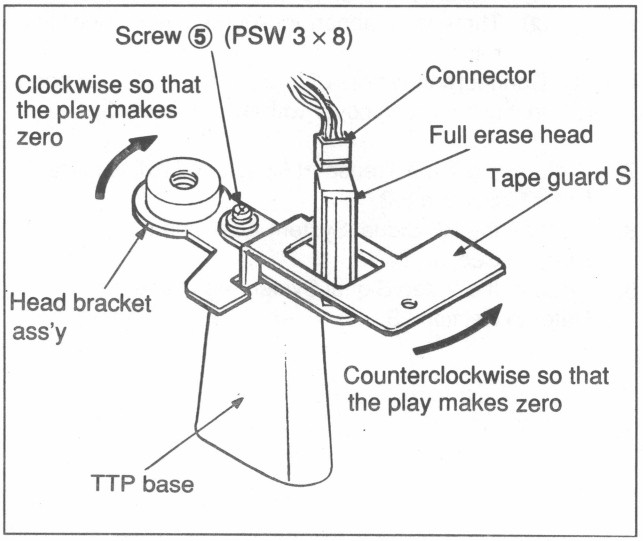

Fig. 7-2-8 Head Bracket Ass'y installation
⑤ Slowly turn the upper drum ass'y again counterclockwise and confirm the deflection range of the pointer.
⑥ If the deflection range does not satisfy the specification, repeat steps ②, ③, and ④.
⑦ After the specification is satisfied, tighten two of screw ④ alternately. Then, perform step ① again and confirm that the deflection range of the pointer satisfies the specification.
- Tightening torque of screw ④: 8 kg·cm
(3) Removal of upper drum eccentricity adjustment tool
① Before removing the tool, keep the rotary head farthest from the probe.
② Turn the dial gauge fine-adjustment knob counterclockwise, loosen it, and apart the probe from the drum side.
③ Loosen the tool fixing knob and remove the tool from the tool spacer.
④ Loosen the tool spacer fixing knob and remove the tool spacer.
⑤ Head bracket ass'y installation
Place the tape guard S to a head bracket ass'y taking care not to damage the head surface, then secure it snugly on a TTP base with screw ⑤, but do not tighten. Move the head bracket ass'y clockwise and the tape guard S counterclockwise so that the play makes zero and tighten screw ⑤. (Fig. 7-2-8)